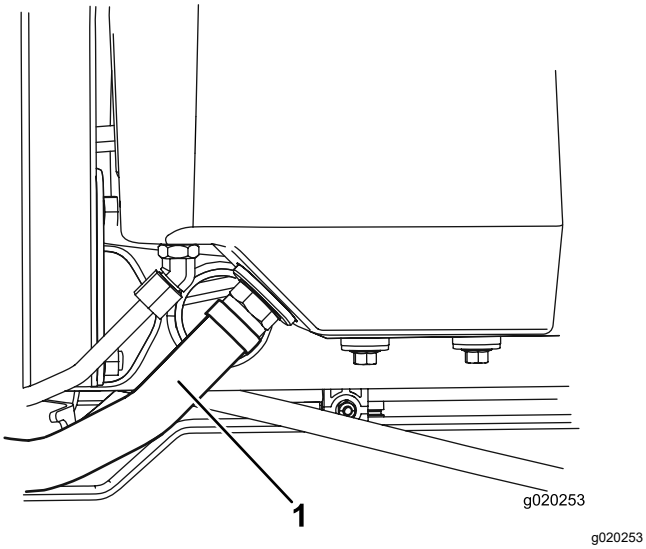

Figuur 79
2. Maak de grote hydraulische slang (Figuur 79) los van het reservoir en laat de hydraulische vloeistof in een opvangbak lopen.